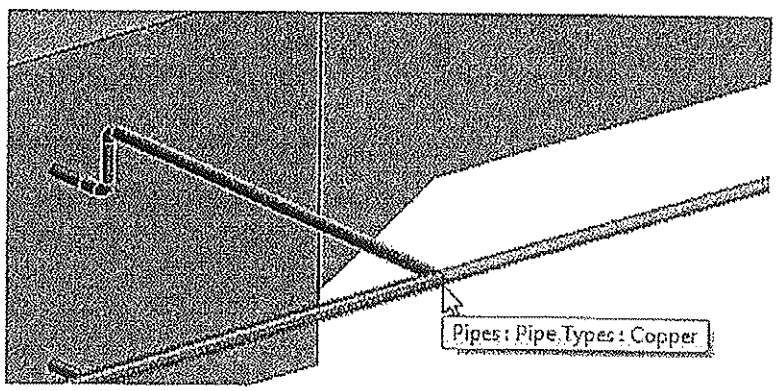

Figure 9–43
9. Zoom in on the T intersection as shown in Figure 9–43. Fittings are missing at this point because you could not select a pipe run but only a pipe.